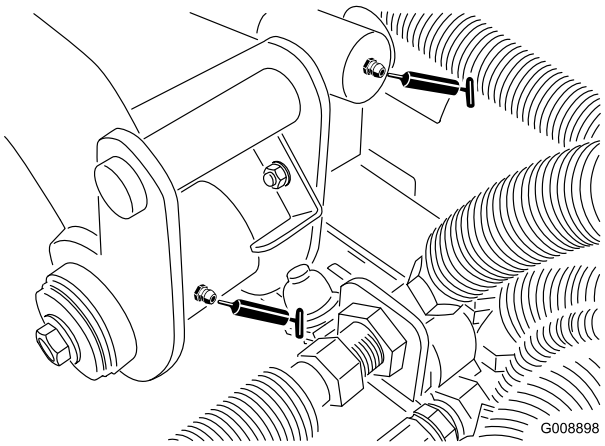

Figuur 33
- Draaipunt van achterste hefarm en hefcilinder (2) (Figuur 33)